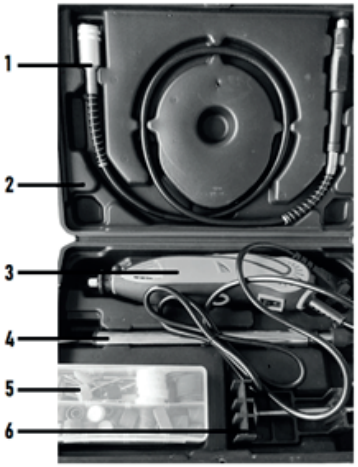

РИС. 2
4.3 Гравёр с набором принадлежностей в кейсе представлен на рис.2